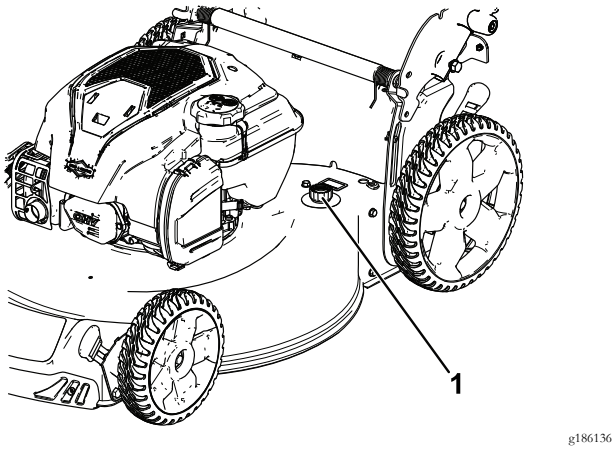

Rysunek 24
5. Podłącz wąż ogrodowy z wodą do złącza czyszczenia (Rysunek 24).